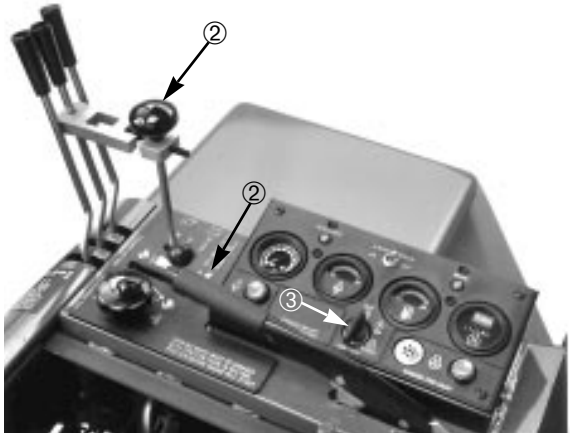

Fig. 14
2. Sedersi sul sedile ed innestare il freno di stazionamento (Fig. 14). Girare la chiave e cercare di avviare il motore con la leva di tosatura-lappatura (Fig. 14) in posizione tosatura-lappatura (MOW-BACKLAP). Se il motore si avvia esiste un guasto, che deve essere riparato immediatamente; se il motore non si avvia, il microinterruttore di trasmissione dell'apparato di taglio funziona correttamente.
3. Sedersi e disinnestare il freno di stazionamento (Fig. 14). Girare la chiave e cercare di avviare il motore con la leva di tosatura-lappatura (Fig. 14) in posizione STOP. Se il motore si avvia esiste un guasto, che deve essere riparato immediatamente. Se il motore non si avvia, il microinterruttore del freno funziona correttamente.
4. Innestare il freno di stazionamento (Fig. 14), avviare il motore ed abbassare gli apparati di taglio. Spostare la leva di tosatura-
lappatura (Fig. 14) in posizione di tosatura (MOW). Alzarsi dal sedile: il motore deve fermarsi entro pochi secondi se i microinterruttori di sicurezza funzionano. Ora alzarsi dal sedile con la leva in posizione di lappatura; il motore deve fermarsi se i microinterruttori di sicurezza funzionano. Se non si ferma, esiste un guasto, che deve essere immediatamente riattato.